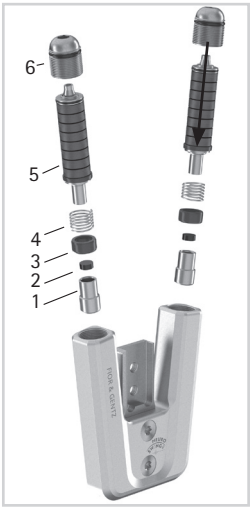

Fig. 15
1 Assemblez l'amortisseur de butée (2) et la douille de guidage (3) avec le piston (1 ; Fig. 15).
6 Vissez l'ensemble pour la flexion plantaire dans le canal du ressort arrière jusqu'à ce qu'il touche l'étrier de pied modulaire (Fig. 15). Le ressort de pression (4) doit être complètement comprimé. Ne mettez pas les mécanismes de ressort (5) sous tension.